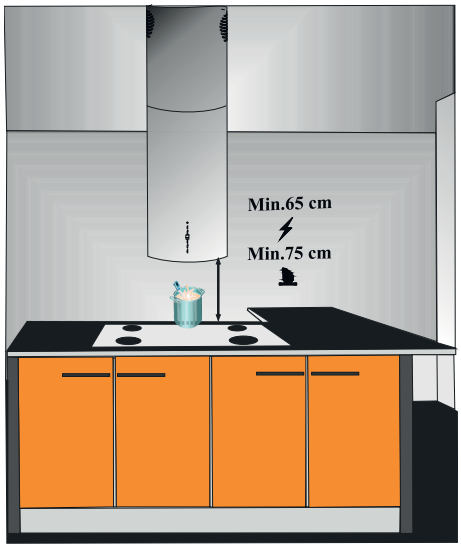

*Fig. 10*
- Depois de concluir a instalação do exaustor, a distância mínima deve ser de 65 cm entre o produto e qualquer fogão elétrico; e 70 cm para qualquer bico de gás ou fogões que queimem outros combustíveis (Fig. 10).